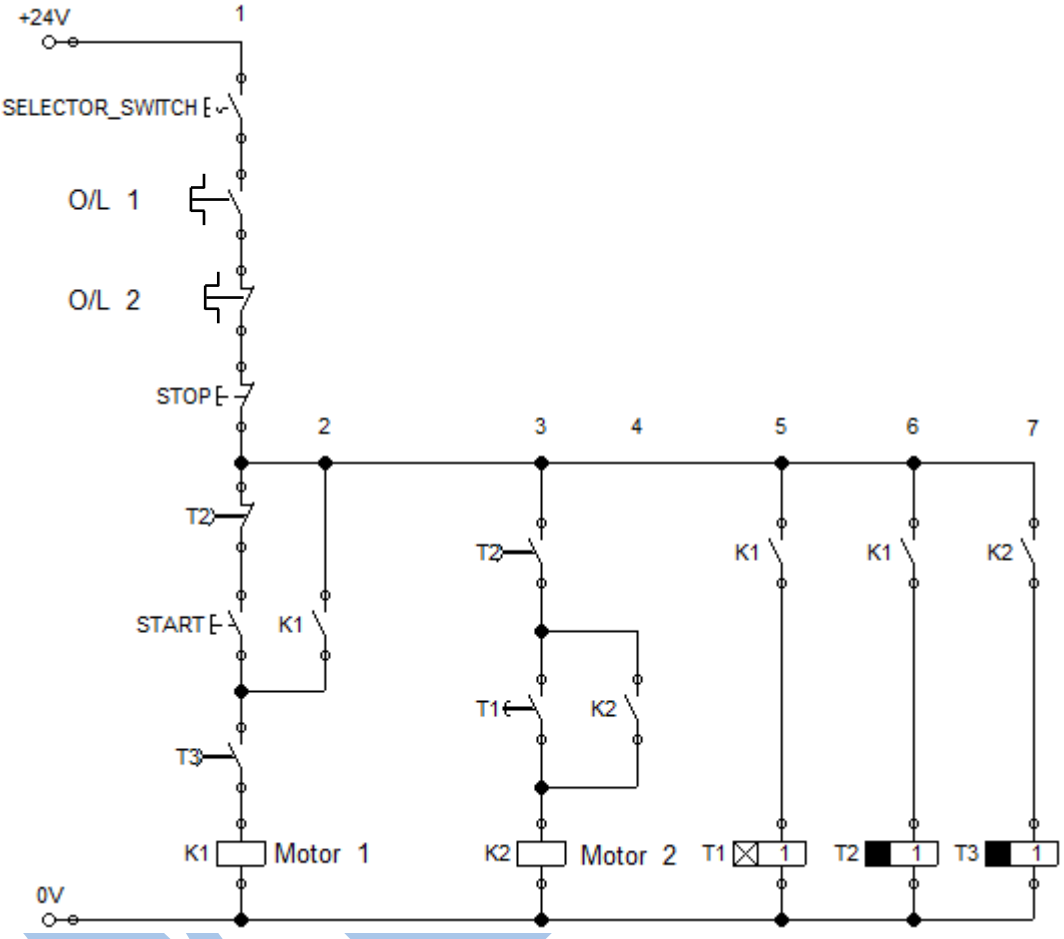

FIGURE 2.1
2.1 Refer to FIGURE 2.1 and answer questions (2.1.1–2.1.4).